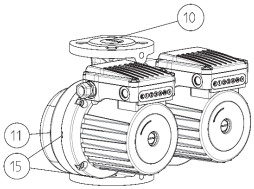

рис.2
- насосы GHND (basic, auto), GHNMD (basic, auto) имеют сдвоенный гидравлический корпус (рис.2 – ПОЗ.11) со встроенной пластиной клапана (рис.2 – ПОЗ.10), которая самостоятельно поворачивается в зависимости от течения среды одного или другого насоса;